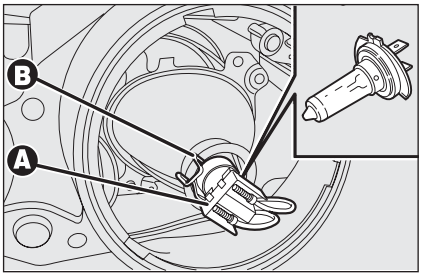

fig. 29 A0E0192m
- ❒ desenchufe el conector eléctrico **A-fig. 29**;
- ❒ monte la lámpara nueva y vuelva a fijar el gancho de la lámpara **B-fig. 29**;